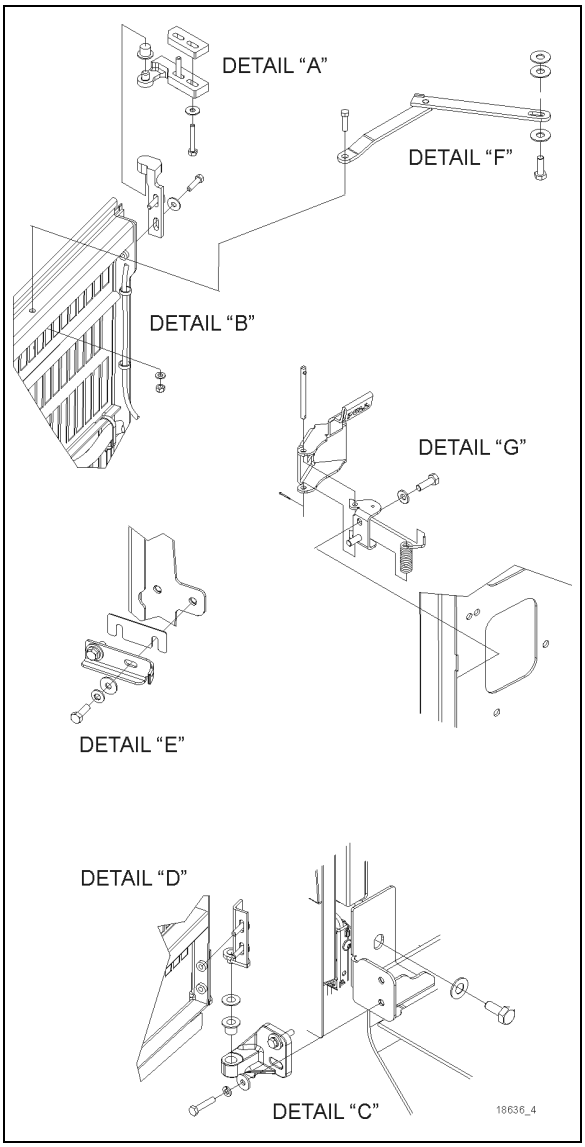

FIGURE 140: RADIATOR DOOR DETAILS
To adjust the latch mechanism (details “E” and “G”, Figure 140) and the striker pin:
5. Open the door and slightly loosen the latch tab (detail “E”, Figure 140).